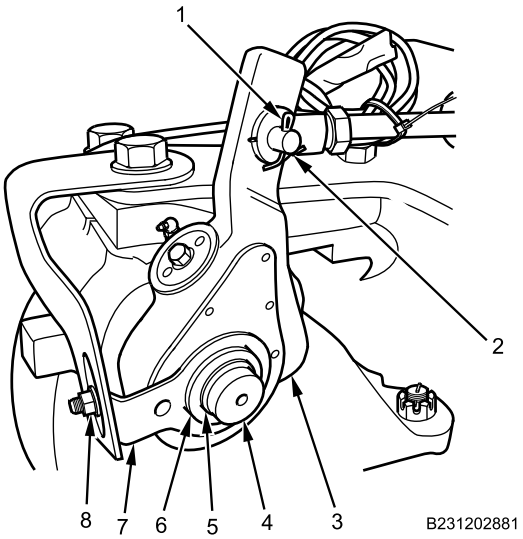

Figure 3. One-Pin Slack Adjuster Removal.
1. Remove clevis pin (Figure 3, Item 2) and clip (Figure 3, Item 1) from slack adjuster assembly (Figure 3, Item 3). Discard clip.
2. Remove snapring (Figure 3, Item 5) and washers (Figure 3, Item 6) from brake S-camshaft (Figure 3, Item 4).
3. Remove nut (Figure 3, Item 8) from slack adjuster control arm (Figure 3, Item 7).
4. Remove slack adjuster assembly (Figure 3, Item 3) from brake S-camshaft (Figure 3, Item 4).